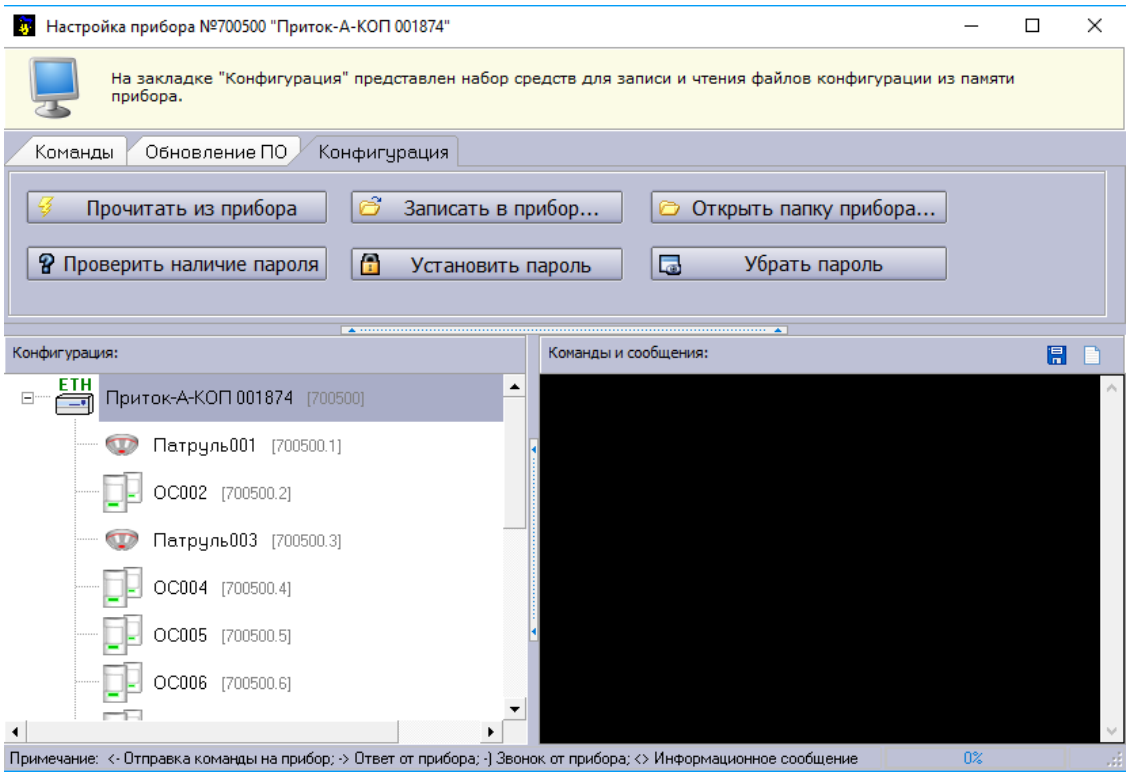

Рисунок 30 – Изменение конфигурации прибора по каналу связи
1. Считать текущую конфигурацию прибора во вкладке «Конфигурация» (см. рисунок 30):
3. Записать измененный файл с конфигурацией в прибор во вкладке «Конфигурация» окна «Настройки прибора» (см. рисунок 30):
На АРМ ПЦН доступны следующие функции для работы с паролем на конфигурацию прибора (см. рисунок 30):